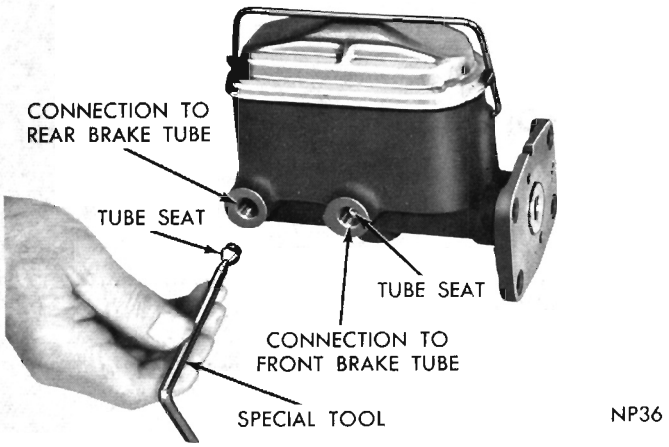

Fig. 2—Removing Tube Seats
(1) Press bail to one side and remove cover and gasket. Empty brake fluid from reservoirs.
(2) Remove piston retaining screw and gasket (Fig. 2), then slide rear piston assembly out of cylinder bore.
(3) Upend master cylinder and tamp (open end down) on bench to remove front piston and spring. If front piston sticks in bore of cylinder, use air pressure to force piston out of cylinder. **New cups must be installed at reassembly if air pressure is used.**
(4) Remove front piston compression spring from bore.
(5) Using Tool T-109-178 (or an easy out) remove tube seats by threading tool firmly into seat, **tap tool** and seat out of cylinder body. (Fig. 2). Discard seats.